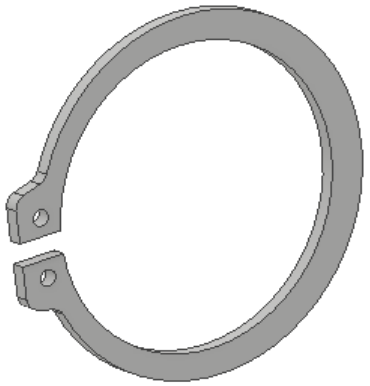

Figure 17-40 Final rotated model of circlip
4. Apply the fillets of 1 mm radius to the model. The model after creating the fillets is shown in Figure 17-40.